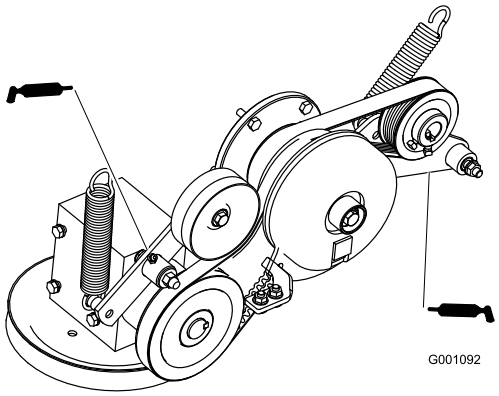

Figur 29
6. Smør drivremmens styrearm på kraftudtaget (Figur 29).
7. Smør pumperemmens styrearm (Figur 29).